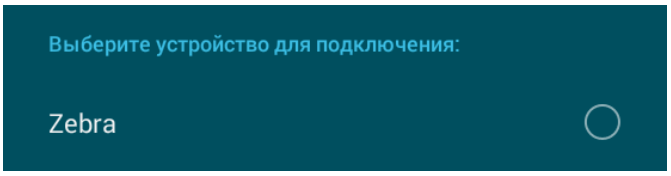

Рисунок 2.34
2.3.7.5.5 По завершении поиска выбрать из списка устройство, кликнув на него (рисунок 2.34).